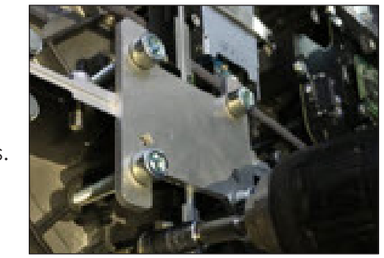

Figure 29: *Secure Panel to Tube in Corners*
7. Secure the panel to the tubes through all four corner mounting locations. Refer to **Figure 21** and **Figure 29**.